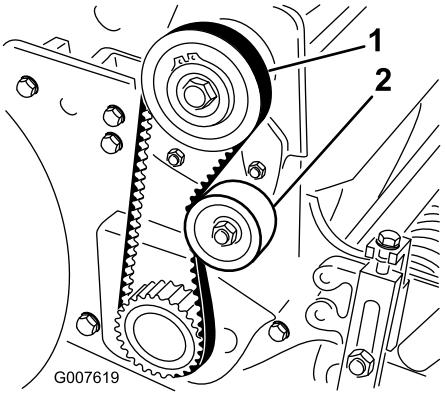

Bild 29
2. Prüfen Sie die Spannung. Bringen Sie hierfür eine Kraft von 1,8 bis 2,3 kg in der Mitte zwischen den Riemscheiben an (Bild 29). Der Riemen muss sich 6 mm durchbiegen lassen.
A. Lösen Sie die Befestigungsmutter der Spannscheibe und drehen Sie die Spannscheibe nach rechts gegen die Rückseite des Riemen, bis Sie die gewünschte Riemenspannung erzielt haben (Bild 29).